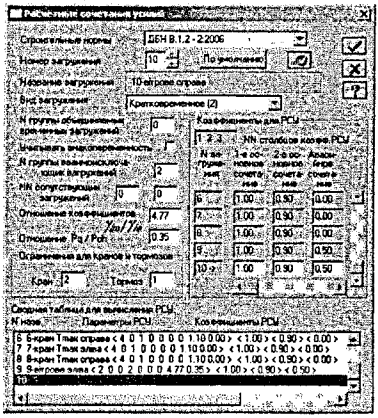

Рисунок 200
В діалоговому вікні **Расчетные сочетания усилий** в полі **Вид загружения** вибираємо **Кратковременное (2)**, в полі **N группы взаимоисключающих загружений** пишемо 2, а в полі **Отношение коэффициентов** γ_{fm}/γ_{fe} вказуємо 4.77 і натискаємо кнопку **Применить** (рис. 200).